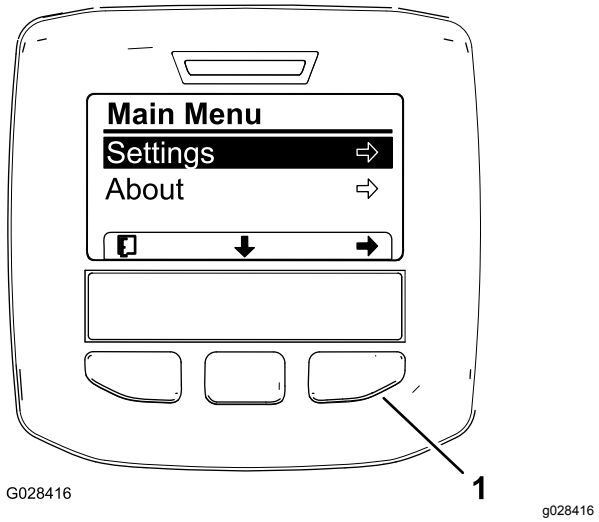

**Figur 52**
3. Trykk på den midtre valgknappen for å åpne hovedmenyen (Figur 52).
5. Trykk på venstre valgknapp for å lagre valget/valgene, avslutte innstillingsmenyen og gå tilbake til hovedmenyen (Figur 52).
9. Trykk på venstre valgknapp for å avslutte innstillingsmenyen og gå tilbake til hovedmenyen (Figur 52 og Figur 54).